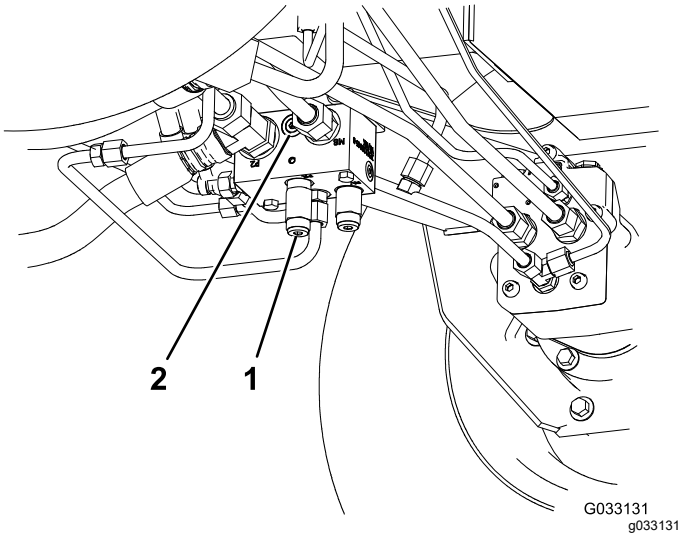

**Figur 39**
- Toro-delnr. 95-0985, koblerfitting (2)
- Toro-delnr. 340-77, hydraulikfitting (2)
1. Monter en fejlfindingsfitting i den umarkerede port placeret mellem portene M8 og P2 på den bageste traktionsmanifold (Figur 39).